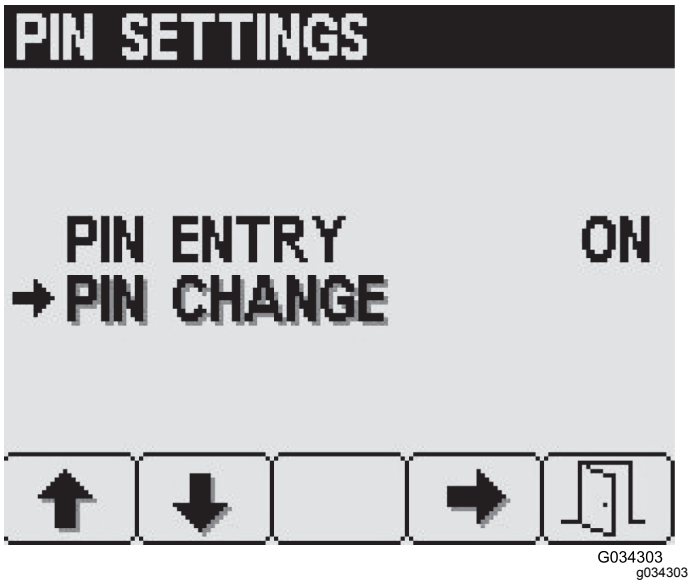

Figur 34
3. Fra Innstillinger-skjermen for PIN-kode, trykk på knapp 2 for å navigere til alternativet Endre PIN og trykk deretter på knapp 4 for å velge Endre PIN (Figur 34).